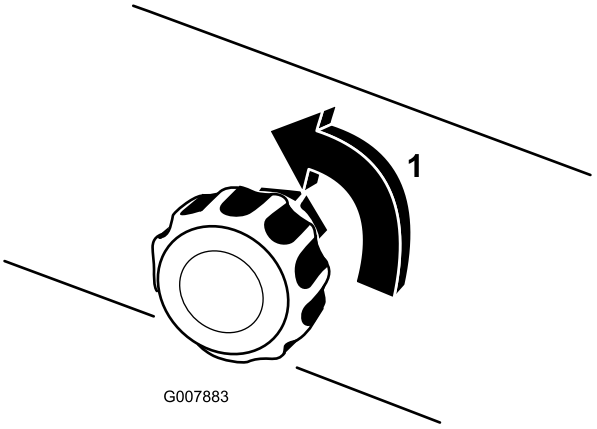

Figur 30
5. Öppna initialt reglerventilen för skumdensitet 1/8 till 1/4 varv(Figur 30).